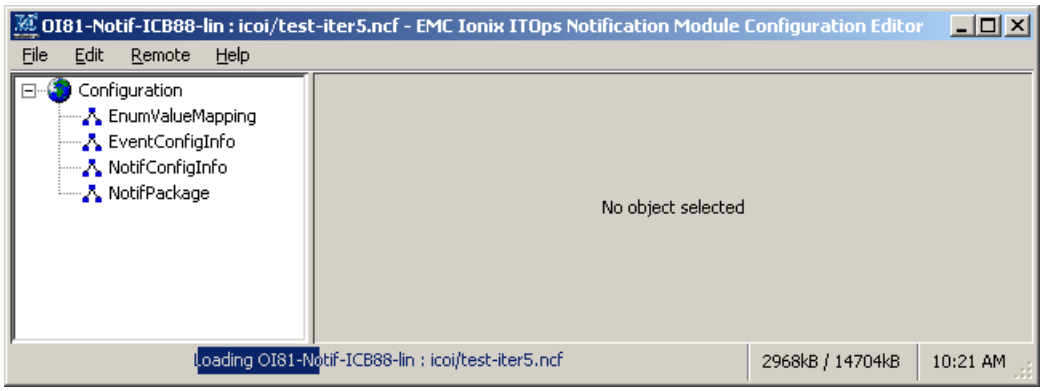

Figure 56 Loading an .ncf file from a remote server
4. A progress bar at the bottom of the screen indicates that the selected remote *.ncf file is being loaded into the EMC Smarts NOTIF Editor on the local server, as shown in Figure 56 on page 86. In this example, the *.ncf file being retrieved is a configuration file named test-iter5.ncf on a remote Adapter Platform server named OI81-Notif-ICB88-lin.